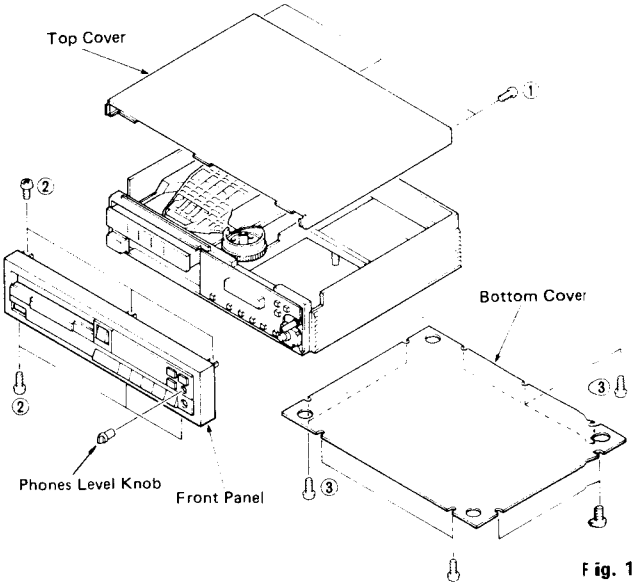

Fig. 1
a. Remove 3 screws (①) in fig. 1, and slide the Top Cover to the back side.
a. Remove the phones level knob in fig.1.
b. Remove 6 screws (②) in Fig. 1, and pull the Front Panel forward.
a. Remove 9 screws (③) in fig. 1.